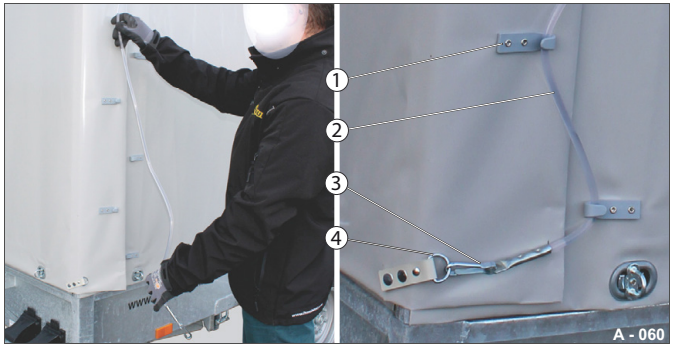

Abb. 68 Zajištění protiskluzového lana
▶ Umístěte protiskluzové lano (Abb. 68/2) střídavě do jazýčků (Abb. 68/1) shora dolů.
▶ Zahákněte karabinku (Abb. 68/3) do záchytného oka (Abb. 68/4).